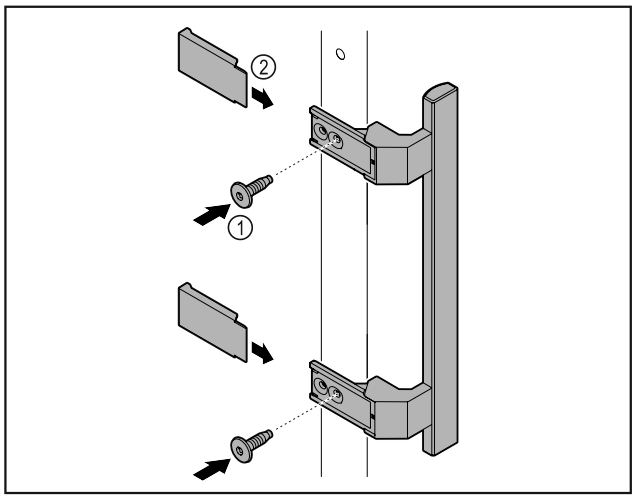

Fig. 7
▶ Atașați mânerul din pachetul de accesorii la ușă cu ajutorul șuruburilor incluse *Fig. 7 (1)*.
▶ Aplicați capacul *Fig. 7 (2)*.